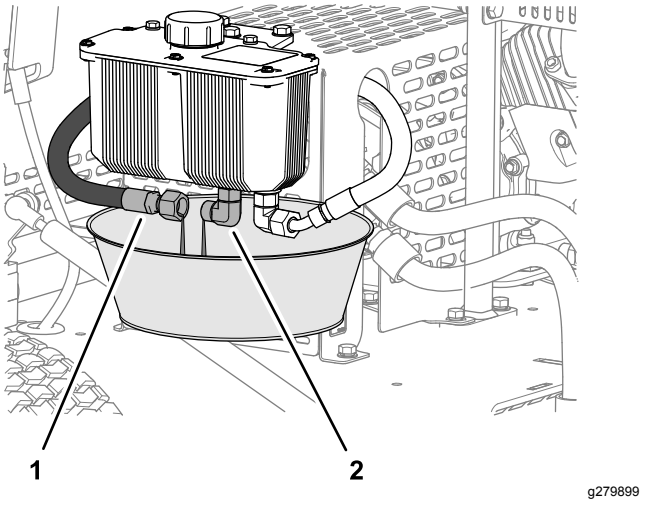

**Figura 36**
1. Alinhe um recipiente de drenagem de dois litros de capacidade por baixo do reservatório hidráulico (Figura 36).
2. Remova o tubo de alimentação hidráulico da união do reservatório e deixe que o fluido hidráulico drene completamente (Figura 36).